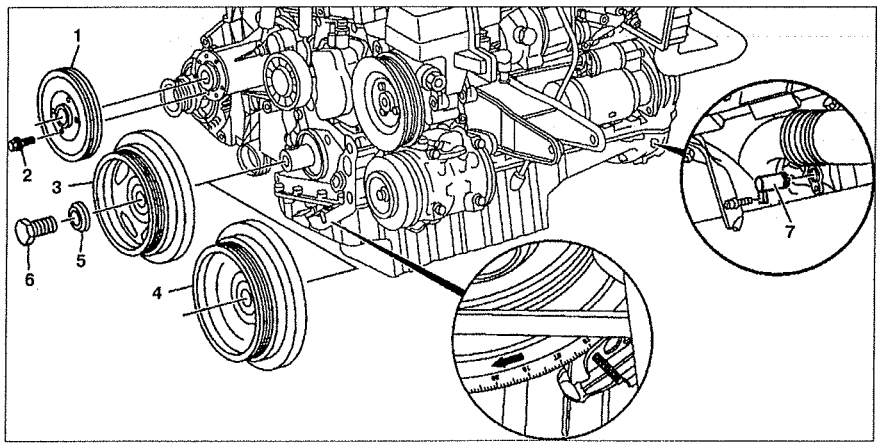

Рис. 4.12. Канавочный шкив коленчатого вала:
2. Ослабьте болты **2** крепления шкива **1** насоса системы охлаждения (см.рис.4.12).